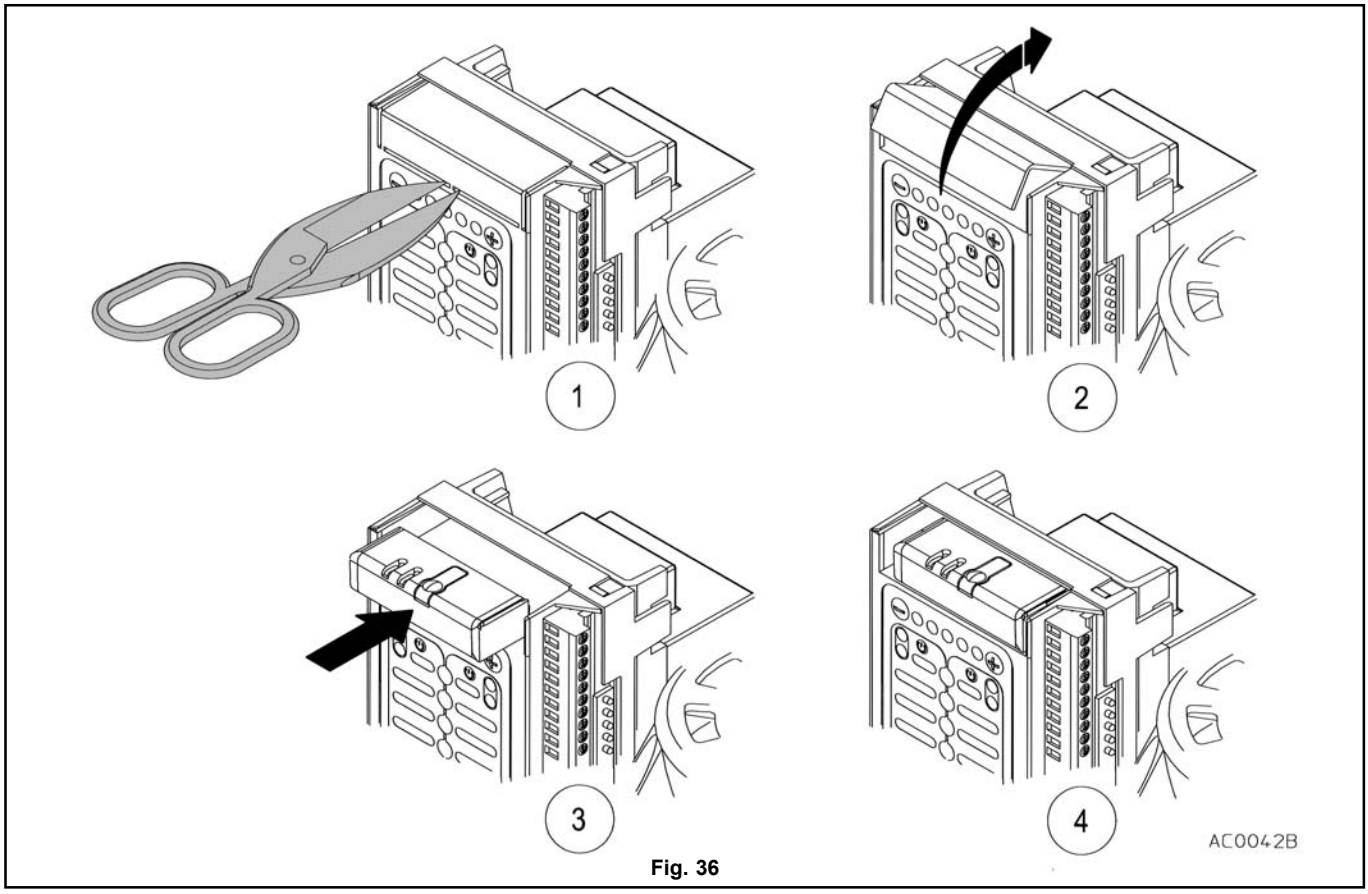

Fig. 36
Il ricevitore radio è fornito separatamente dalla centrale, è quindi necessario montarlo nell'apposita sede togliendo lo sportellino (fig. 36) di accesso ai connettori, posto sulla parte alta della centrale.
a) Utilizzando una forbice o un cutter, tagliare i tre settori che bloccano lo sportellino (1 fig. 36).
b) piegare all'indietro lo sportellino (2 fig. 36) finché si separa dalla centrale.
c) Inserire il ricevitore radio (3 fig. 36) facendo attenzione a non piegare i piedini.